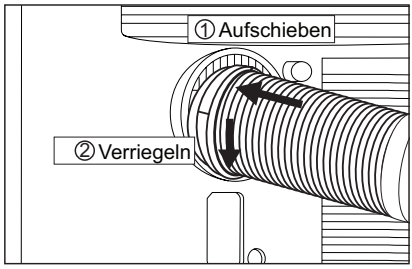

Abb. 4
3. Schließen Sie das Anschlussstück A am Gerät an. (Abb. 4).